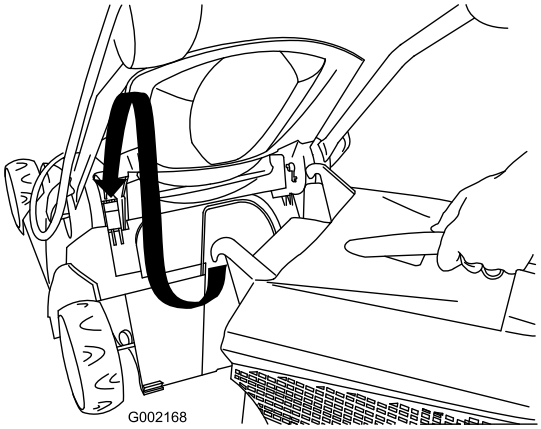

Figur 20
1. Løft opp den bakre døren og installer gresskassen på gressklipperen (Figur 20).